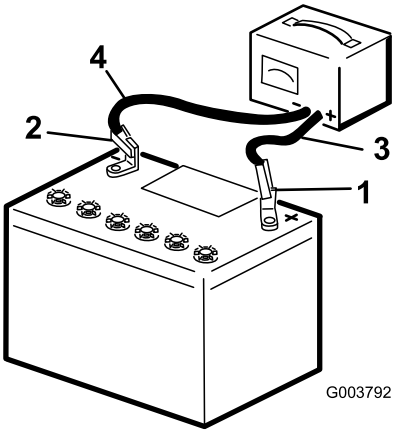

**Figuur 38**
3. Laad de accu 10 tot 15 minuten op bij 25 tot 30 A of 30 minuten bij 4–6 A (Figuur 38). De accu niet te ver opladen.
4. Zodra de accu volledig is opgeladen, haalt u de acculader uit het stopcontact en maakt u vervolgens de oplaadkabels los van de accuklemmen (Figuur 38).